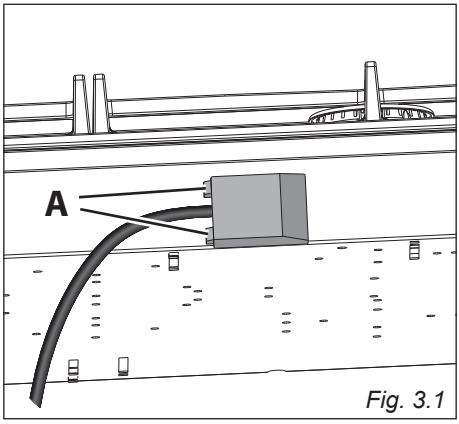

Fig. 3.1
- Løsn dækslet til tilslutningsboksen ved at indsætte en flad skruetrækker i krogene ”**A**” (fig. 3.1).